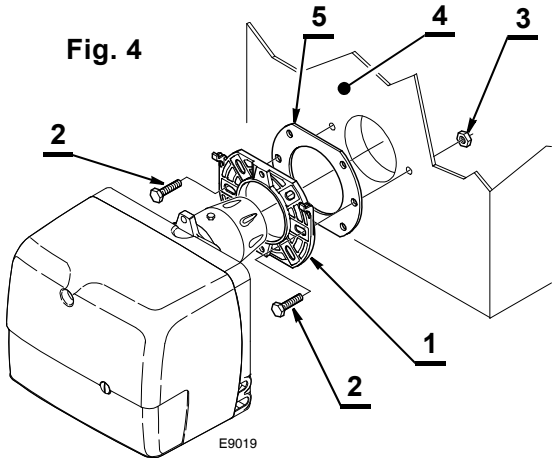

Fig. 4
- Fije a la portezuela de la caldera (4) la brida (1) mediante los tornillos (2) y (si es necesario) las tuercas (3) **interponiendo la protección aislante (5)**, (ver Fig. 4).